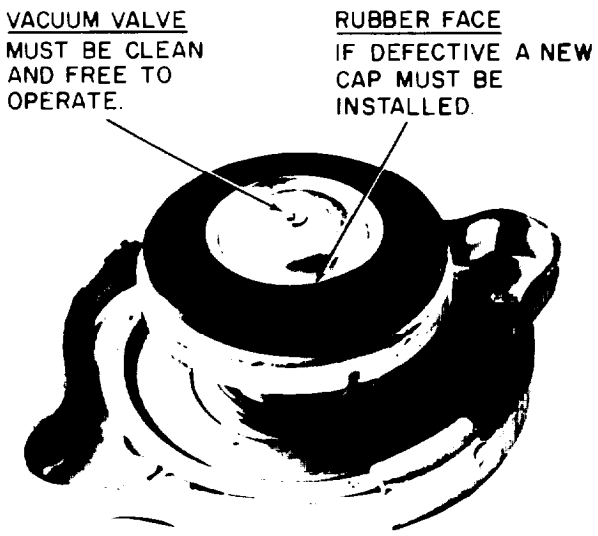

Figure 4-24. Radiator Cap Sealing Surface
f. Check radiator cap gasket surfaces, and replace cap if sealing surface appears cracked, broken or deteriorated. See figure 4-24.